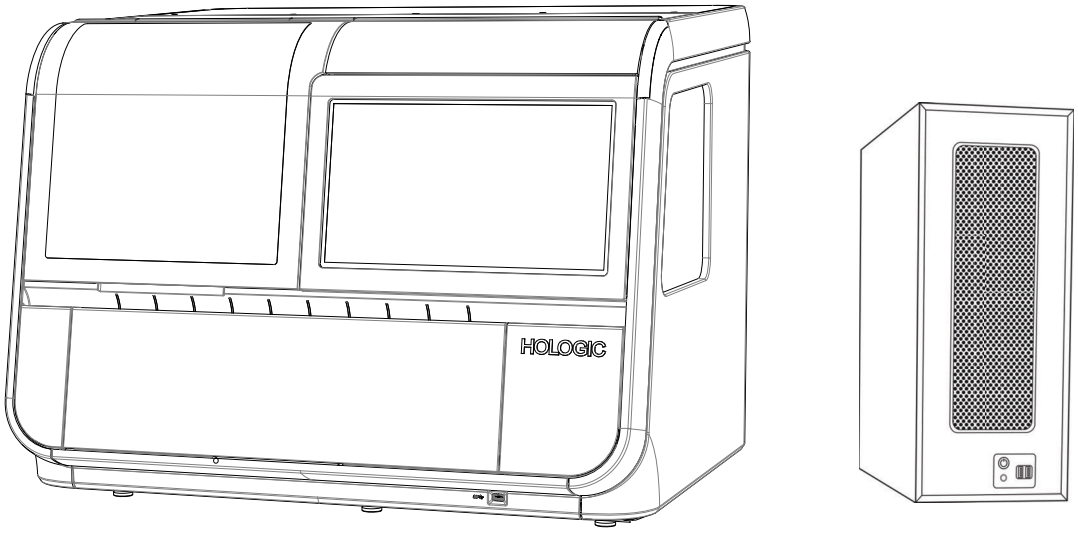

Figure 1-1 The Genius Digital Imager Processor and Digital Imager Computer
- **Digital Imager processor**: images the slides. (See Figure 1-1.)